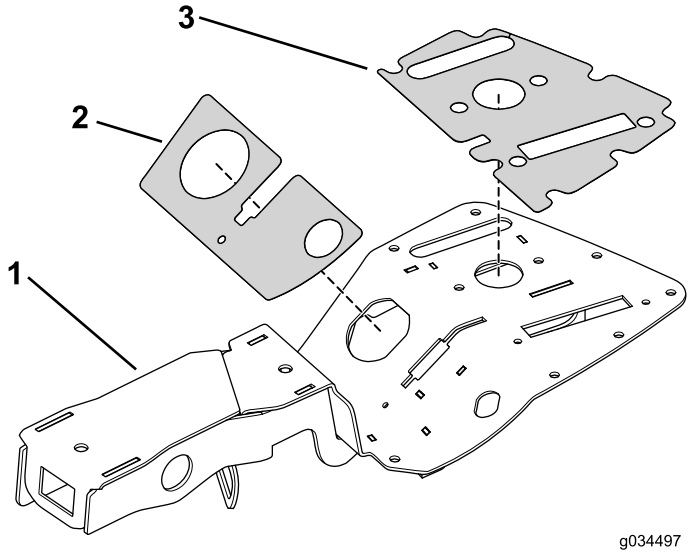

Bild 15
1. Bringen Sie den oberen und unteren Aufkleber am Bedienfeld an (Bild 15).